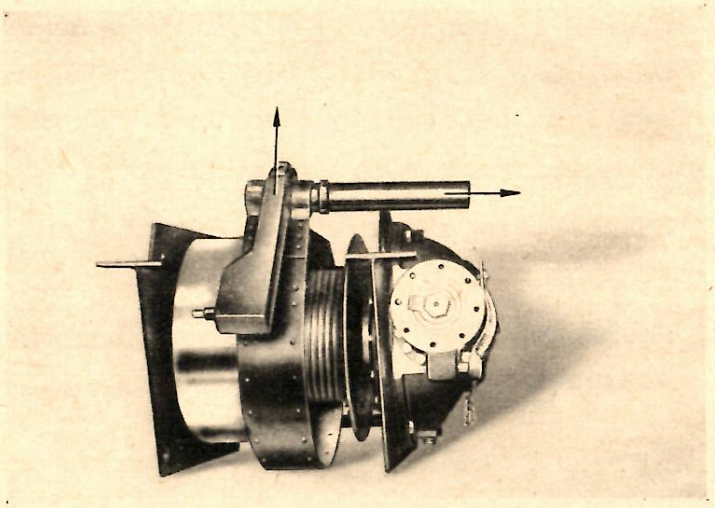

Bild 6
g) Oberes Distanzrohr ist samt Bremsband soweit nach oben zu drehen, bis das Distanzrohr seitlich entfernt werden kann (vergl. Bild 6)